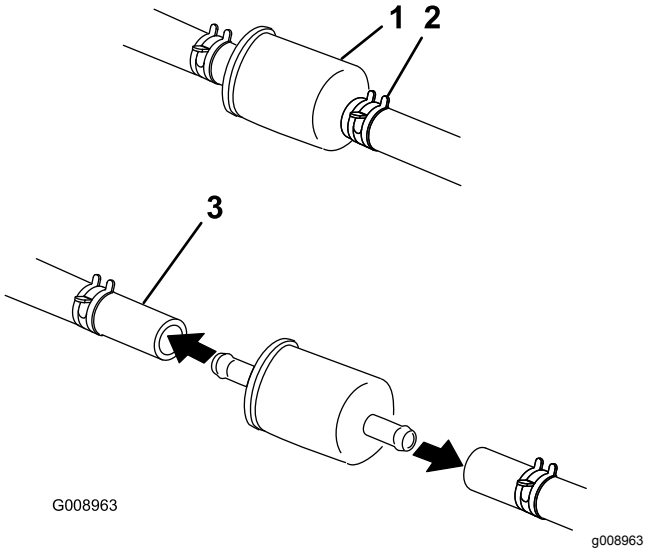

Figur 44
5. Kläm ihop ändarna på slangklämmorna och skjut bort dem från filtret (Figur 44).
7. Montera ett nytt filter och för tillbaka slangklämmorna tätt intill filtret igen (Figur 44).